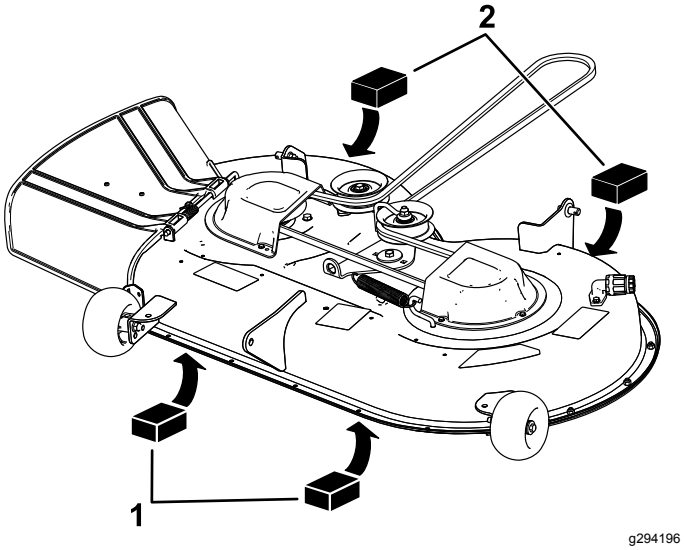

Figur 65
4. Placer 2 blokke med hver en tykkelse på 6,6 cm under hver side af skjoldets forkant, men ikke under antiskalperingsrullebeslagene (Figur 65).
5. Placer 2 blokke med hver en tykkelse på 7,3 cm under bagkanten af klippedækket – 1 på hver side af klippeskjoldet (Figur 65).